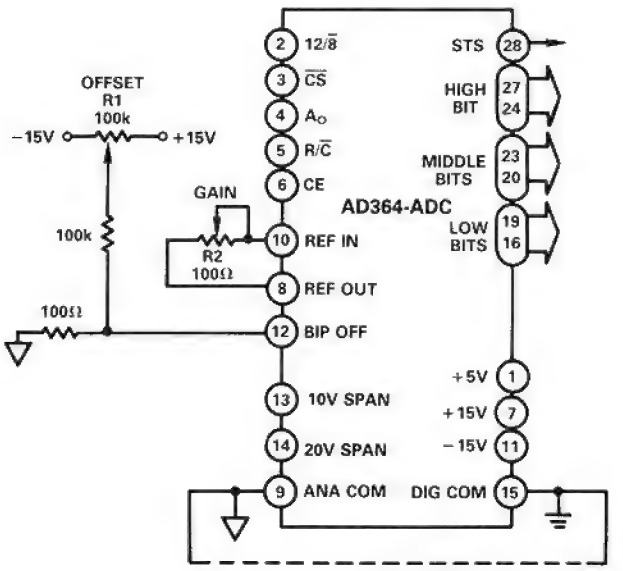

Figure 10a. Unipolar Gain & Offset
Offset Adjust, AD364-ADC: Offset adjust circuits for unipolar and bipolar operation are shown in Figures 10a and 10b. In each case the potentiometer should be a multi-turn, low temperature coefficient device, such as 20-turn cermet. Lowest offset drift in unipolar operation will be realized when the fixed resistors are low-TC (100 ppm/°C) metal-film types.
*Refer to Figure 10a for gain and offset adjustments.